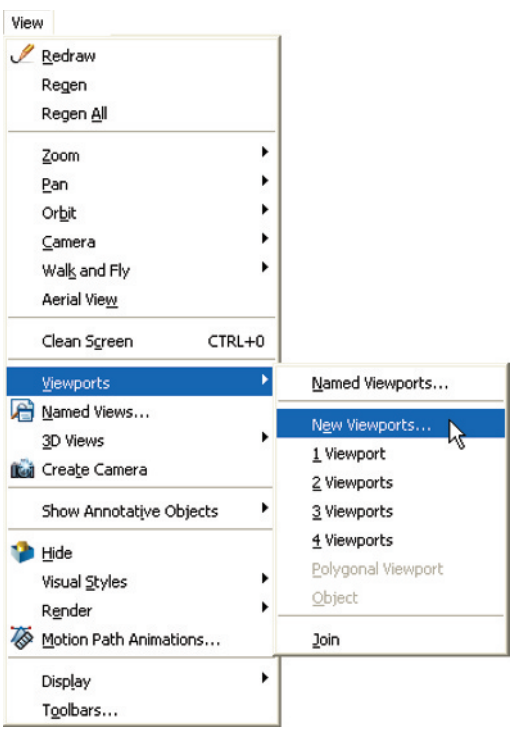
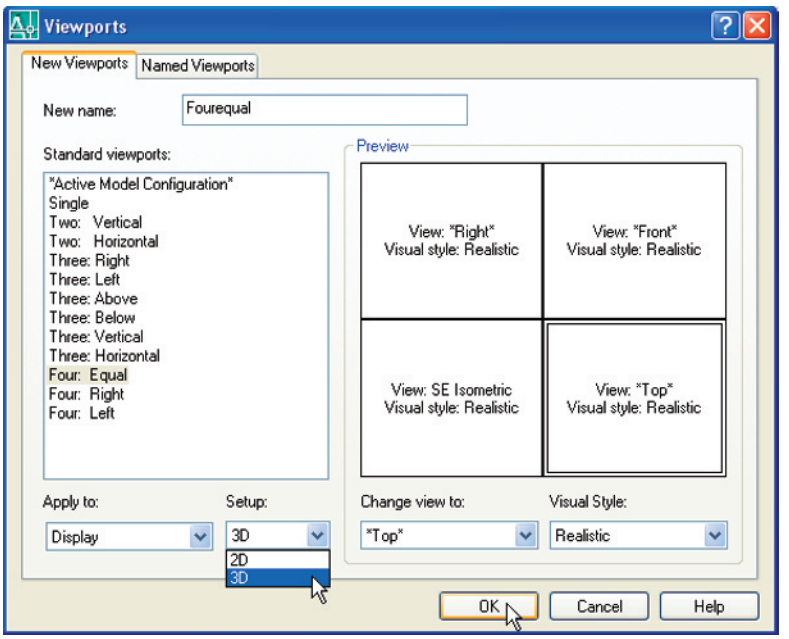

Fig. 14.1 Selecting **New Viewports...** from the **View** drop-down menu
Fig. 14.2 The **Viewports** dialog
1. *Click* **View** in the menu bar and from the drop-down menu which appears *click* **Viewports** and in the sub-menu which then appears *click* **New Viewports...** (Fig. 14.1). The **Viewports** dialog appears (Fig. 14.2).